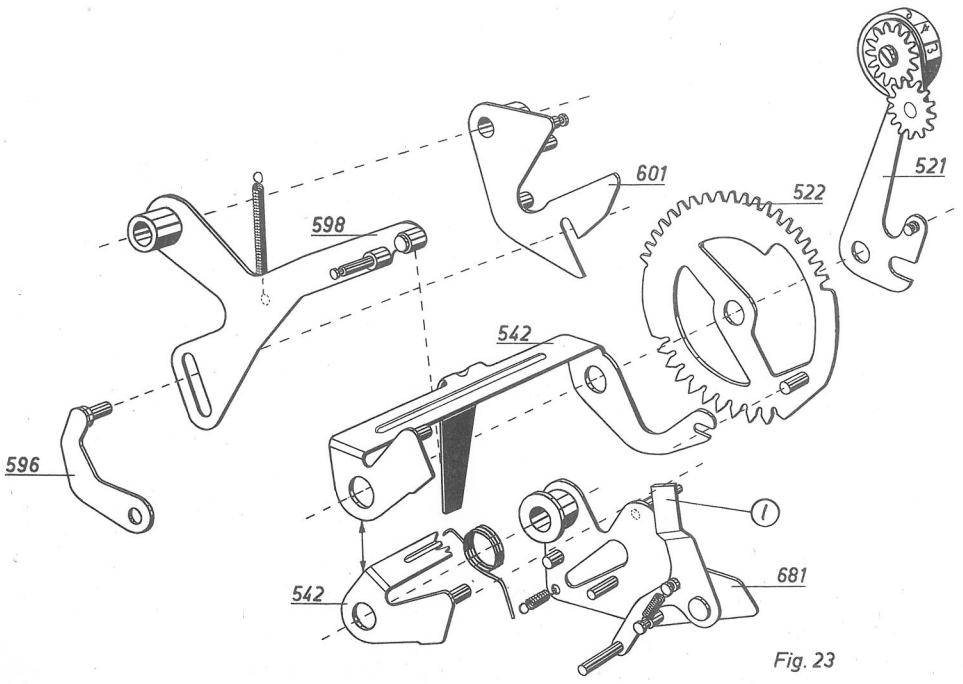
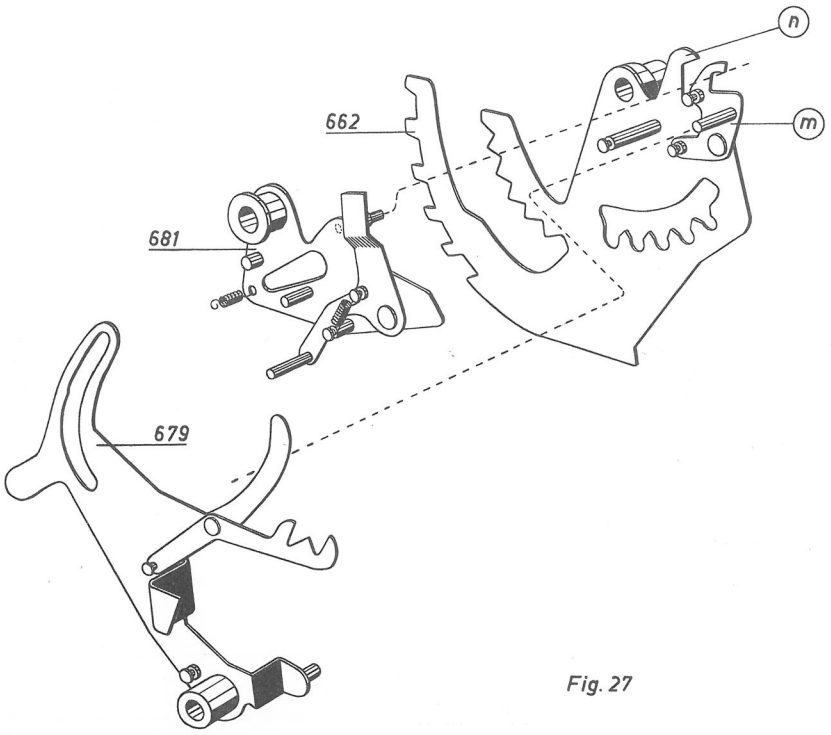
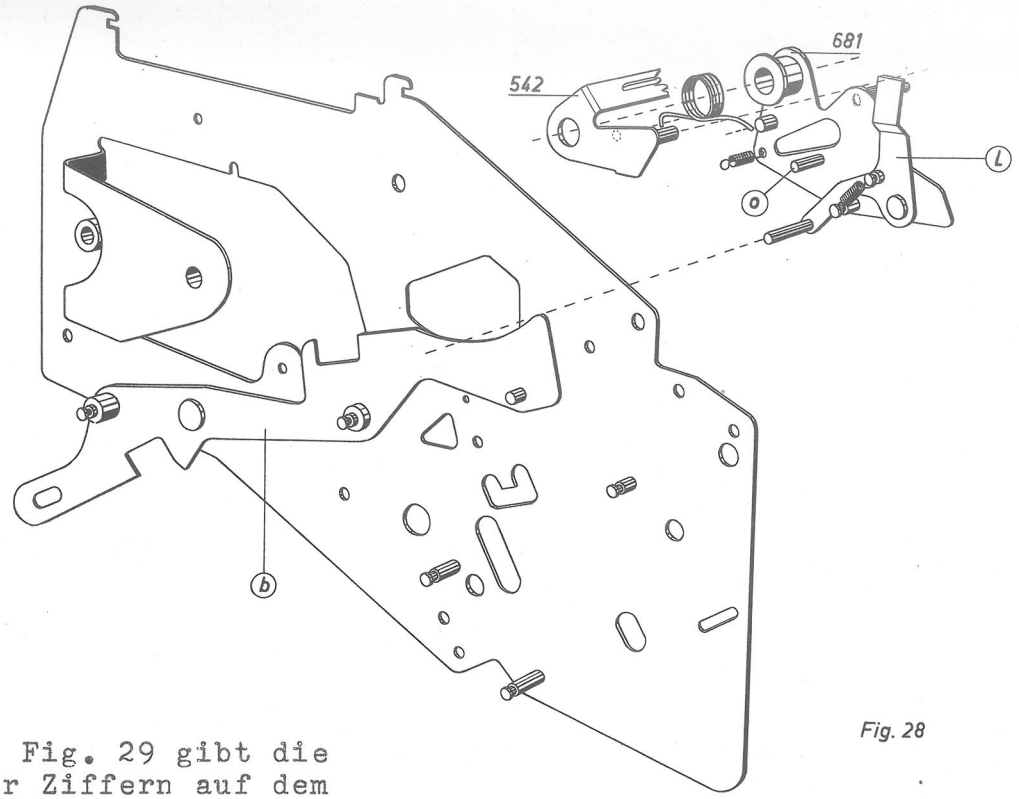
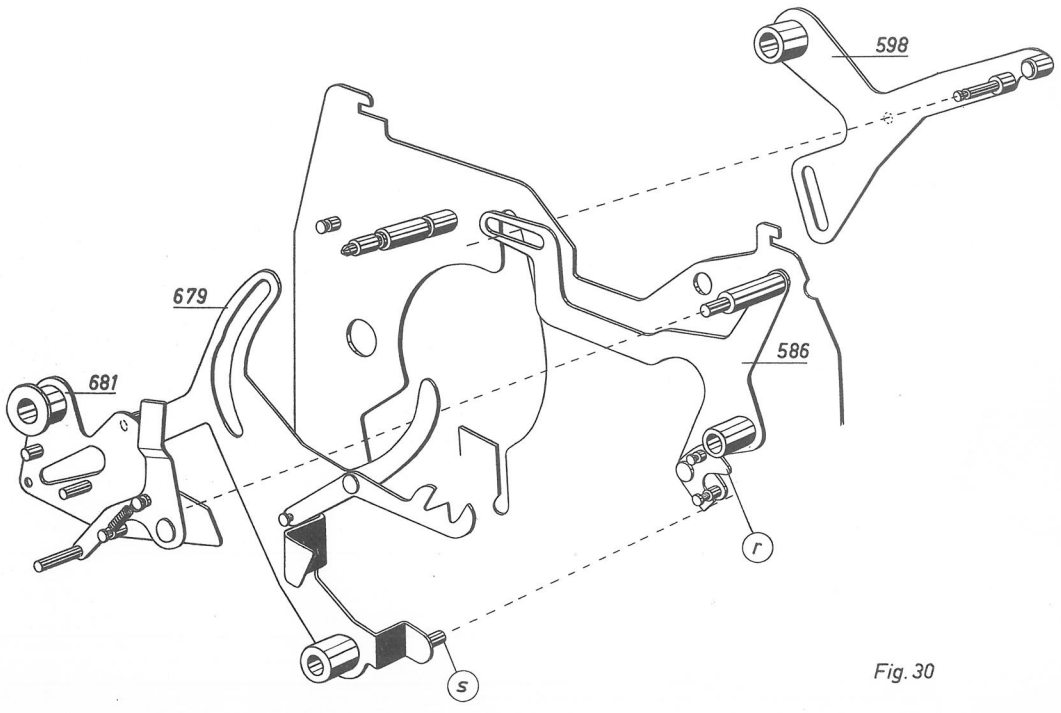

Fig. 23
Fig. 27
Fig. 28
Fig. 30
In Ruhelage der Maschine wird die Einstellbrücke (542, Fig.23) durch eine Torsionsfeder gegen die Rolle des Hebels(598) gehalten. Der Hebel (598) ist durch den Zapfen des Mitnehmerhebels (596) mit dem Treibarm (601) verbunden. Am Anfang jeder Maschinenumdrehung hebt die Kurve "22" (571,Fig.26) den Treibarm (601,Fig.23) etwas an, wodurch der Hebel (598) aus einem gewissen toten Punkt herausgedrückt und dann, um die Einstellbrücke (542) frei zu geben, durch Federkraft weiter aufwärts geschwenkt wird. Ist eine positive M-Taste, z.B. 2,gedrückt worden,wird die Einstellbrücke (542) durch die Torsionsfeder gedreht, bis sie gegen die Wippe (L) des Verbindungsstückes (681) stösst.
Das Registriersegment,dass um die der Taste entsprechenden Zähne (in diesem Fall 2) aufgezogen wird, nimmt mit seiner Wippe (m), (Fig.27) den Zapfen des Verbindungsstückes (681) mit und schwenkt dieses. Die Einstellbrücke (542) folgt durch Torsionsfederkraft dem Verbindungsstück und stellt über Zahnsegment (522) und Zwischenrad das Zifferrad des Schreibarmes (521) ein (Fig.23).
Wenn der Ergänzungshebel (679, Fig.27) für die Steuerung der Extraumdrehung nach hinten fällt, stösst er die Wippe (m, Fig.27) aus dem Bereich des Zapfens des Verbindungsstückes (681). Wird das Registriersegment aufgezogen, nimmt die Nase (n, Fig.27) den Zapfen des Verbindungsstückes mit und schwenkt dieses. Da der Abstand zwischen dem Haken der Wippe (m) und der Nase (n) einem Zahnabstand der oberen Zahnreihe des Registriersegmentes (662) entspricht, wird der Überhub des Registriersegmentes ausgeglichen und das Ziffernrad über Einstellbrücke (542), Zahnsegment (522) und Zwischenrad weiterhin (bei unserem Beispiel) auf 2 eingestellt. Diese Arbeitsweise trifft für jede Extraumdrehung zu. Wird eine neg. M-Taste (5-9) bei neg. Einstellung des Multiplikationsmechanismus betätigt, ändert sich der Verlauf des Multiplikatordruckes nochmals wie folgt:
Wenn der Wipparm (b) in Minuslage geht, hebt er den Zapfen der Wippe (L) und diese schwenkt mit ihrem oberen Teil aus dem Bereich der Einstellbrücke(542).Bei Freiwerden der Einstellbrücke vom Hebel (598,Fig.23) fällt diese durch Torsionsfederkraft bis auf den Zapfen (o) des Verbindungsstückes (681,Fig.28) und dreht über Zahnsegment (522) und Zwischenrad das Ziffernrad um fünf Zahlen weiter, d.h., das Ziffernrad bekommt eine gewisse Voreinstellung auf die Ziffer 9. Die Einstellung auf die Ziffern 8-5 erfolgt nun zusätzlich zur Voreinstellung und wird,wie schon vorher beschrieben, durch Schwenken des Verbindungsstückes (681) beim Spannen des Registriersegmentes gesteuert.
Wenn der Hebel (598, Fig. 30) in seine Ausgangslage zurückgeht, nimmt er den Distanzhalter (586, Fig.30) mit, wobei dieser sich mit seinem oberen Zapfen auf das Verbindungsstück (681) setzt. Die Wippe(m,Fig.27) erhält dadurch etwas Spiel zum Zapfen des Verbindungsstückes (681,Fig.27) und kann, im Falle einer Extraumdrehung, ungehindert schwenken.
Wir wissen, dass bei Zwischen- oder Endsumme nach vorherbetätigter M-Taste (5-9) die Maschine einen Extrastart macht,bei dem der Mult-Mechanismus von neg. in pos. Einstellung schwenkt,also auch der Ergänzungshebel (679,Fig.30) in Arbeitslage gebracht wird. In normalem Falle, d.h. bei Anwendung einer M-Taste,wird der Ergänzungshebel(679) durch die auf der Einmalwelle sitzende Kurve (687,Fig.19) wieder in Ruhelage gebracht (siehe Seite 45). Bei Zwischen- und Endsumme wird der Ergänzungshebel jedoch von dem Distanzhalter (586) in Ruhestellung gebracht, wenn dieser beim Rückgang in die Normallage mit der Klinke (r) hinter den Zapfen (s) hakt.